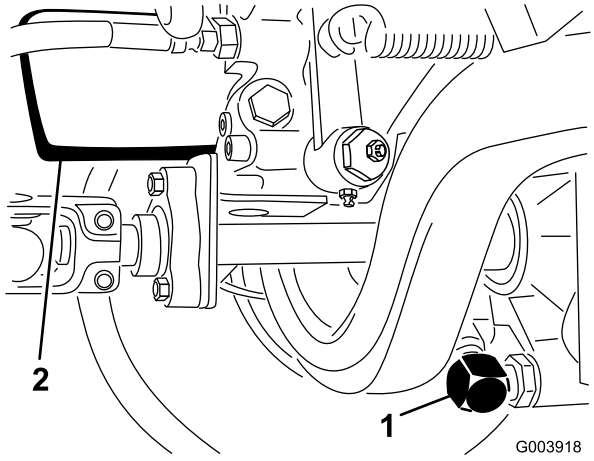

**Figuur 63**
2. Reinig de omgeving van de aanzuigleiding aan de onderkant van de transmissie (Figuur 63) en plaats een opvangbak onder de leiding.
2. Reinig de omgeving van de plaats waar het filter wordt gemonteerd (Figuur 63), en plaats een opvangbak onder het filter.